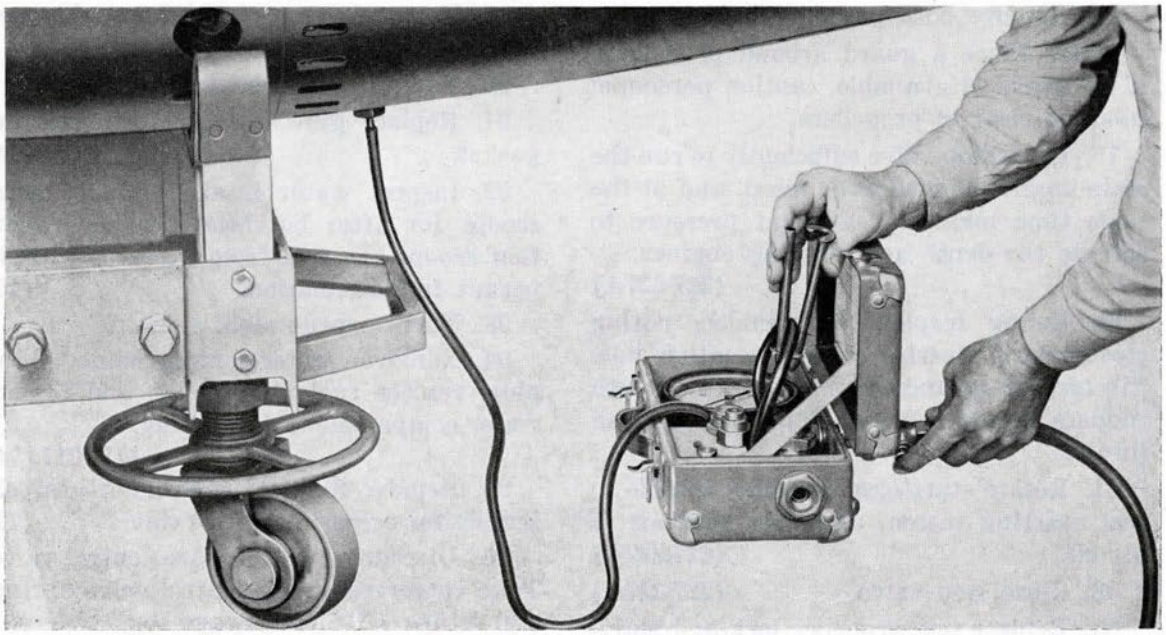

Figure 120
5. Continue operation of test set until vacuum gage registers 22 to 25 inches of vacuum, and place pinchcock on short length of Koroseal tubing connected to ejector (Fig. 120). Turn off air.